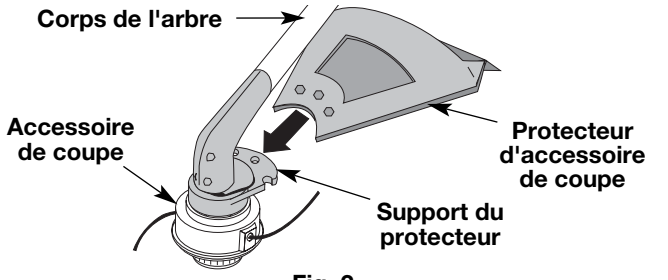

Fig. 2
1. Glissez le protecteur d'accessoire de coupe dans son support, situé sur l'accessoire. Alignez les trous à vis du protecteur avec ceux de l'accessoire de coupe (Fig. 2).